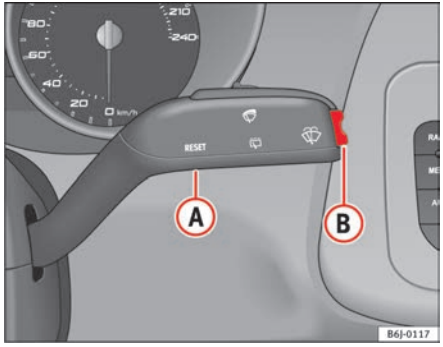

Fig. 33 Windscreen wiper and windscreen wash lever: button A and rocker switch B
You can switch the following displays in the multi-function display (MFD) by operating the rocker switch ⇒ fig. 33 (B) on the windscreen wiper lever.